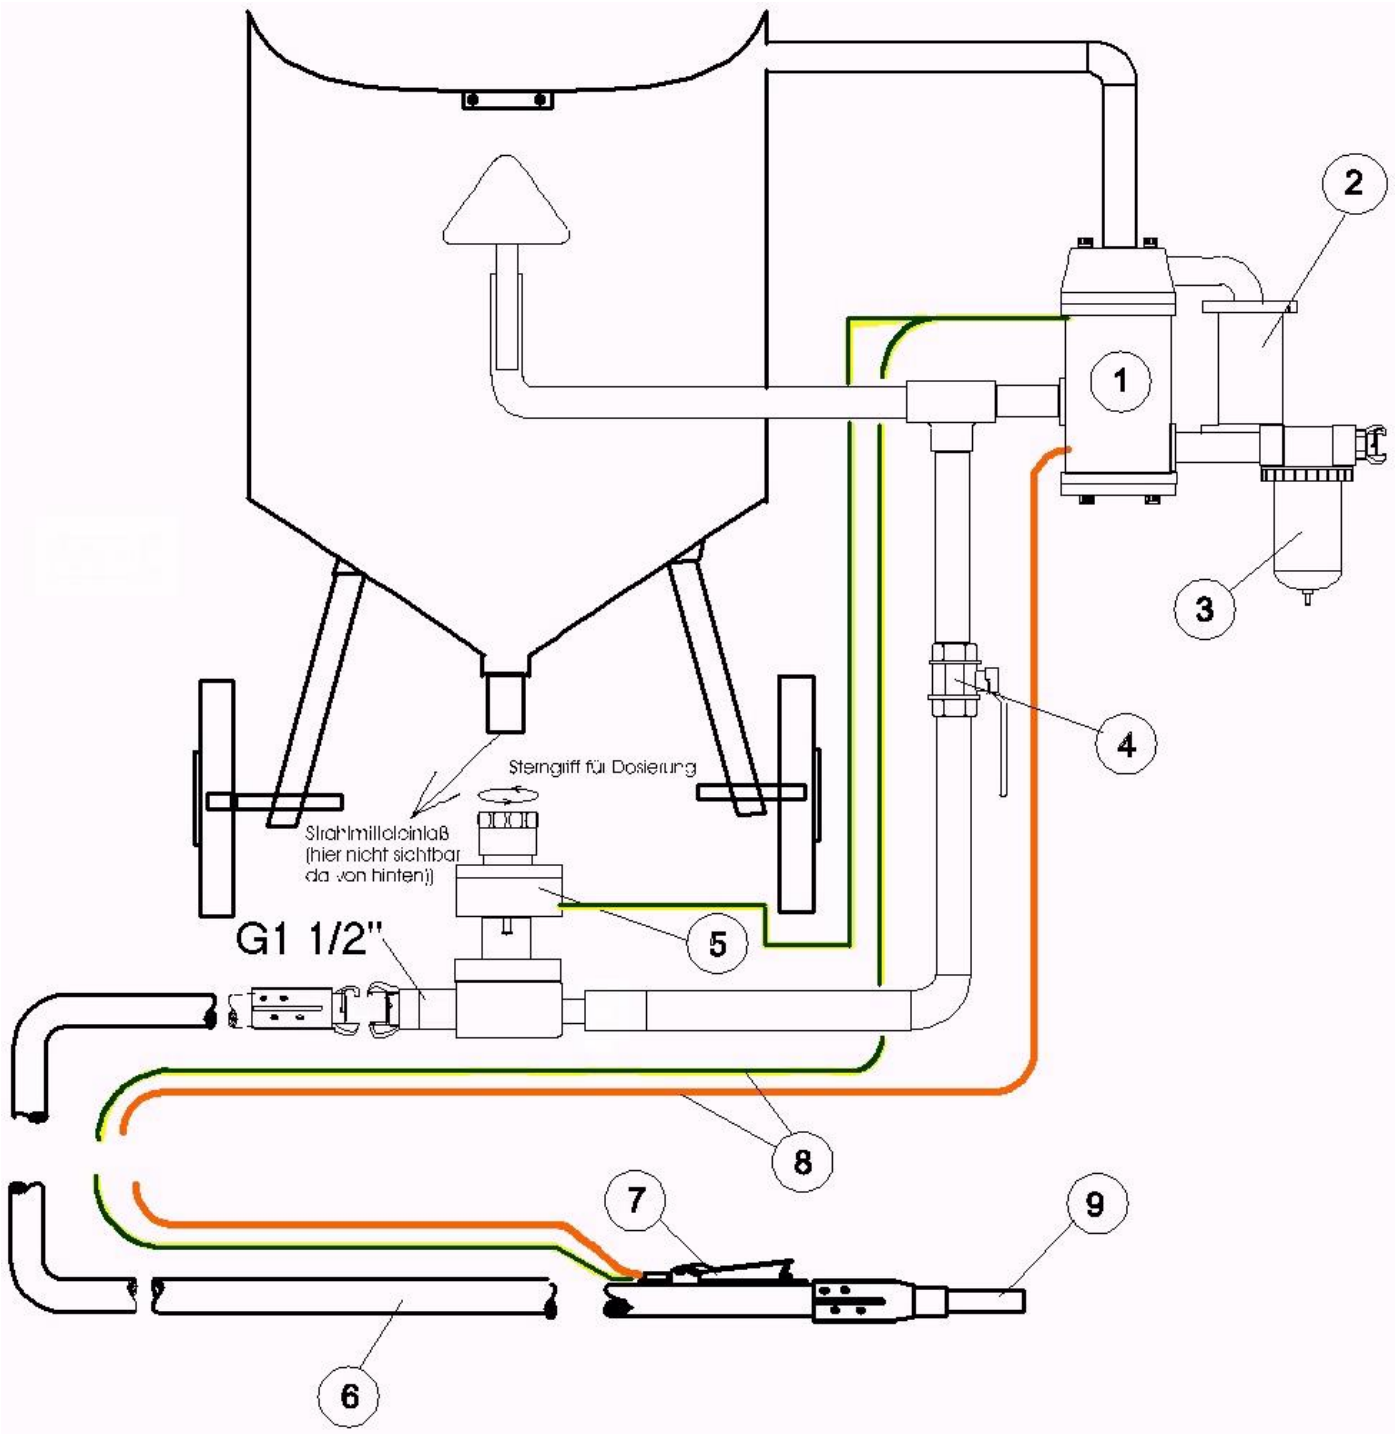

Bild 2
- Beispiel : siehe Bild 2
- Öffnen / Schließen : Durch Unterdrucksetzen (Öffnen) und Entlüften (Schließen) mittels des Handhebels (Pos.7 - Bild 2)